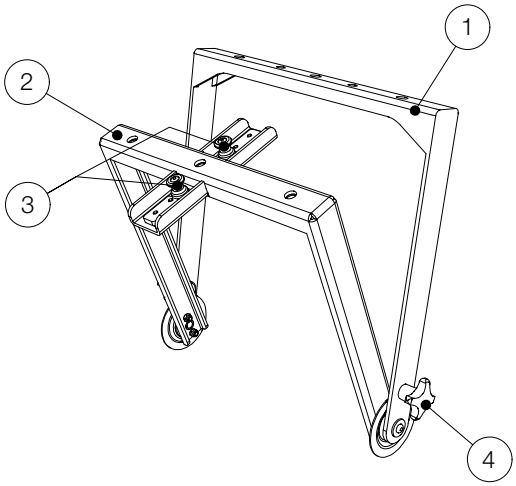

Figure 2.1 - Overview
3. Then pull the two retainer (see figure 2.1 - pos.3) up.